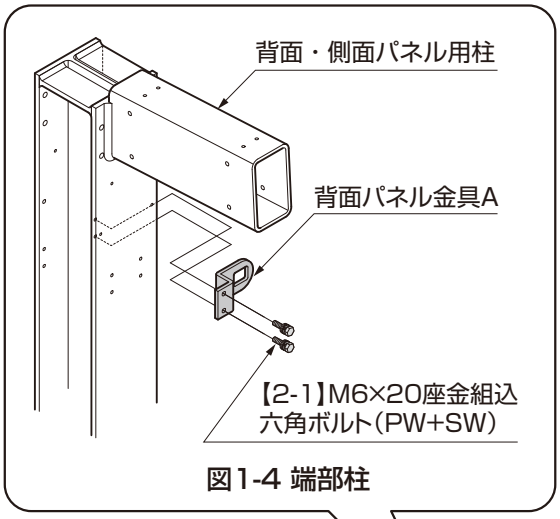
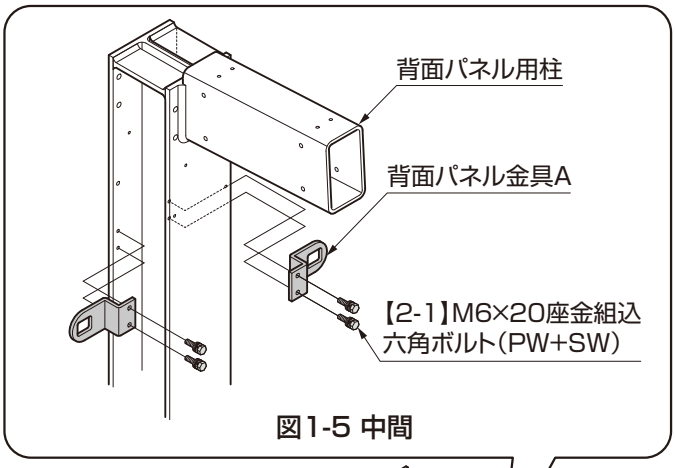

図1-4 端部柱
図1-5 中間
①背面パネル金具Aを柱に【2-1】で取付けてください。（図1-4、図1-5参照）